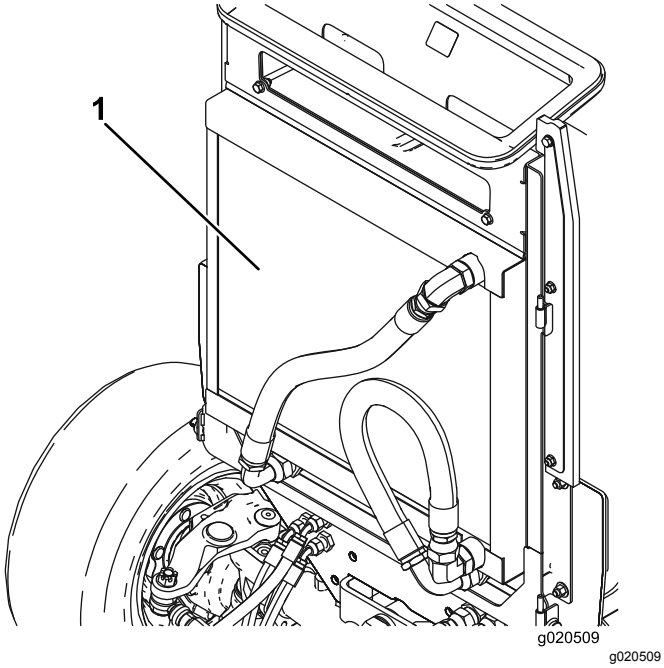

Figuur 113
4. Reinig beide zijden van de oliekoeler en de radiateur grondig met perslucht (Figuur 113).